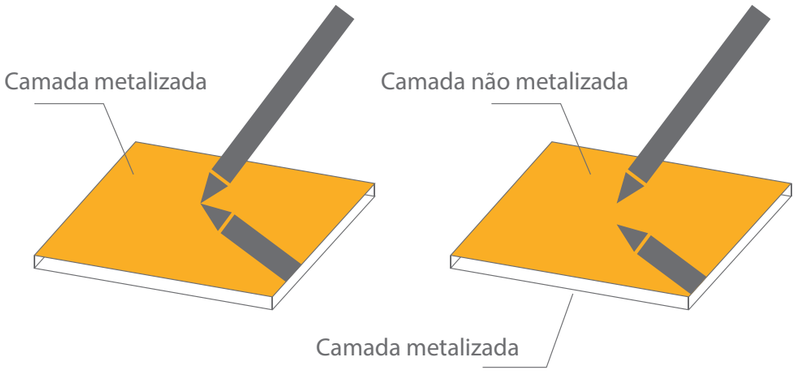

Fig. 3 **Fig. 4**
a) Encoste a ponta de uma caneta em um dos lados do vidro. Se as pontas encostarem uma na outra, este é o lado do coating (camada metalizada), conforme Figs. 3 e 4.